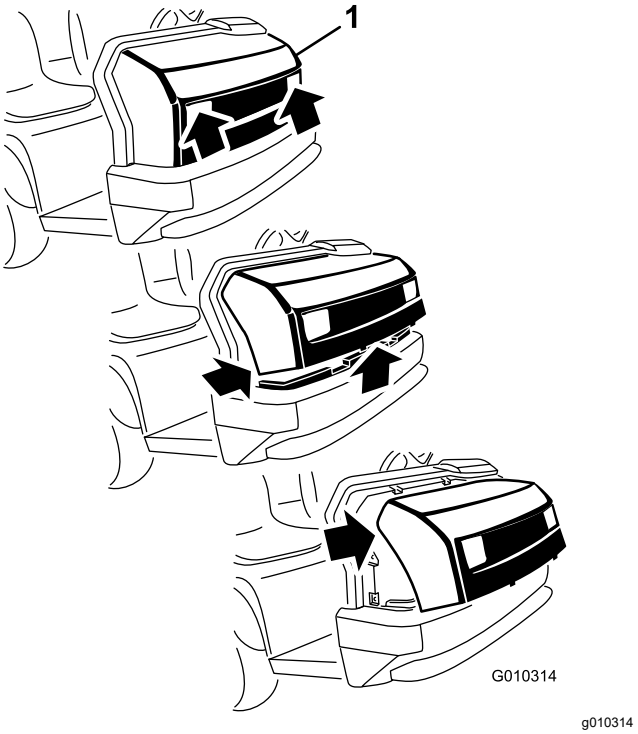

Figuur 28
1. Pak de motorkap beet via de openingen van de koplampen en til de motorkap op om de montagelipjes uit de sleuven in het frame te laten klikken (Figuur 28).
2. Draai de onderkant van de motorkap omhoog tot u de bovenste montagelipjes uit de sleuven in het frame kunt trekken (Figuur 28).
3. Draai de bovenzijde van de motorkap naar voren en koppel de kabelstekkers van de koplampen los (Figuur 28).
2. Steek de bovenste montagelipjes in de sleuven van het frame (Figuur 28).
3. Steek de onderste montagelipjes in de sleuven van het frame (Figuur 28).